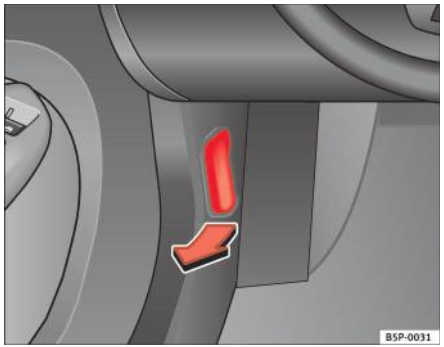

Fig. 141 Detaliu al spațiului pentru picioare de pe partea şoferului: maneta de eliberare a capotei.
– Pentru deblocarea capotei, trageți maneta de sub planşa de bord ⇒ fig. 141 în direcția indicată (săgeată). Capota va fi eliberată prin acțiunea unui arc ⇒ ⚠.